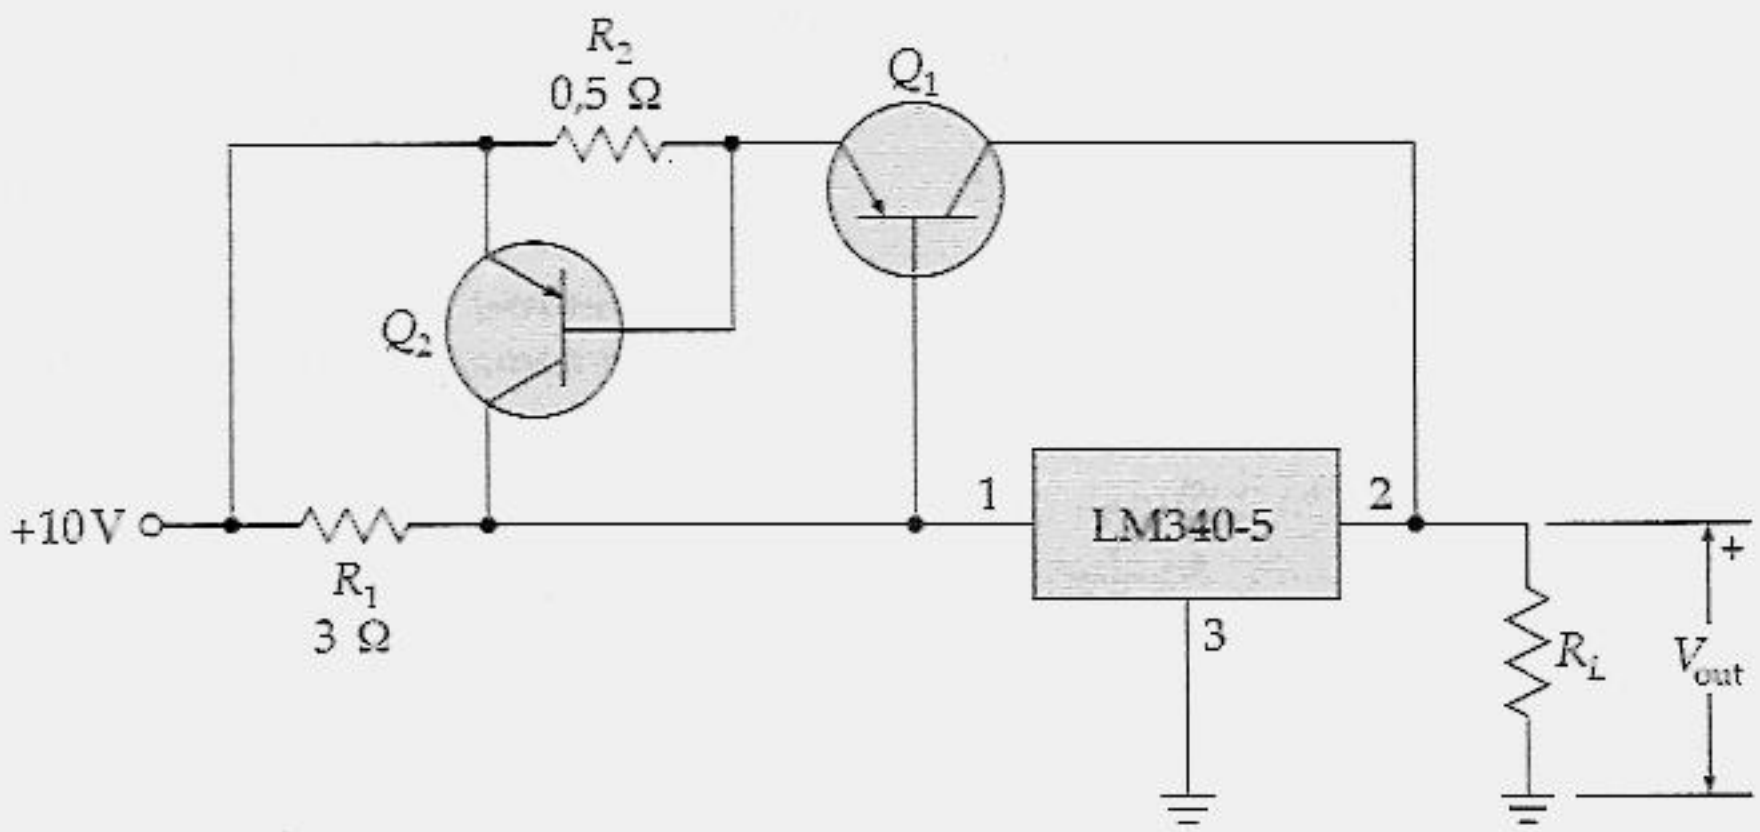

Figura 23.34
23.17 Considerando o circuito da Figura 23.34, estime o valor da corrente de carga no momento em que se iniciam a corrente externa e a limitação de corrente.
23.24 No circuito da Figura 23.34, qual o valor da corrente de carga na qual se inicia a limitação de corrente?